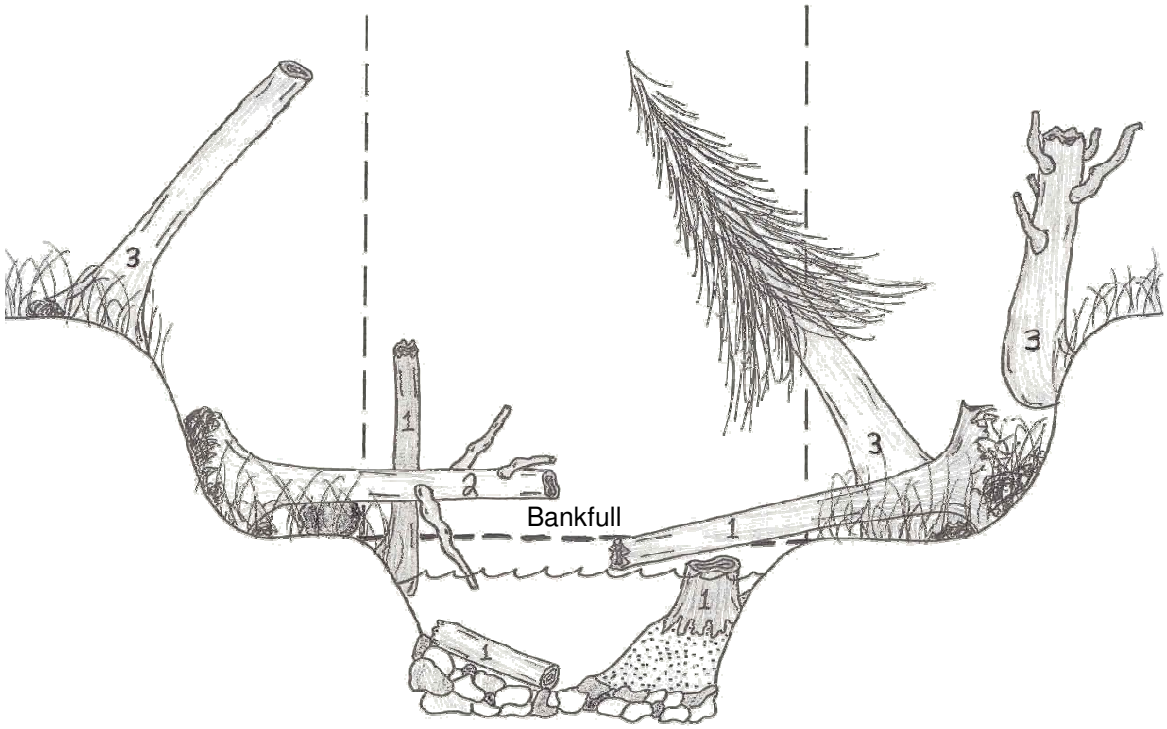

Figure 33. Illustration of large wood. Pieces numbered 1 and 2 would be included in the survey, while pieces numbered 3 would not be counted.
b. Only include standing trees that lean within the bankfull channel if they are dead. Dead trees are defined as being devoid of needles or leaves, or where all of the needles and leaves have turned brown. Consider it living if the leaves or needles are green (Figure 33).
2. Large wood within the riparian area is separated into two categories (Figure 33).